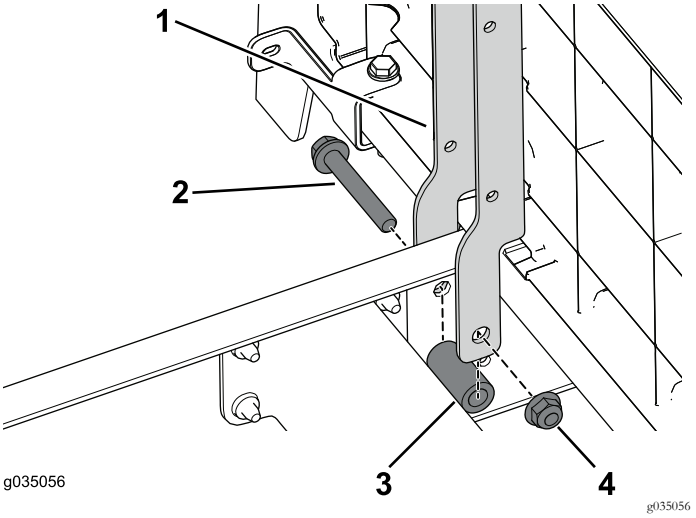

Figur 91
1. Brug de to bolte (3/8 x 2-1/2 tomme), afstandsklodser og flangemøtrikker til at fastgøre venstre og højre sædestøtte på maskinens forreste del (Figur 91).